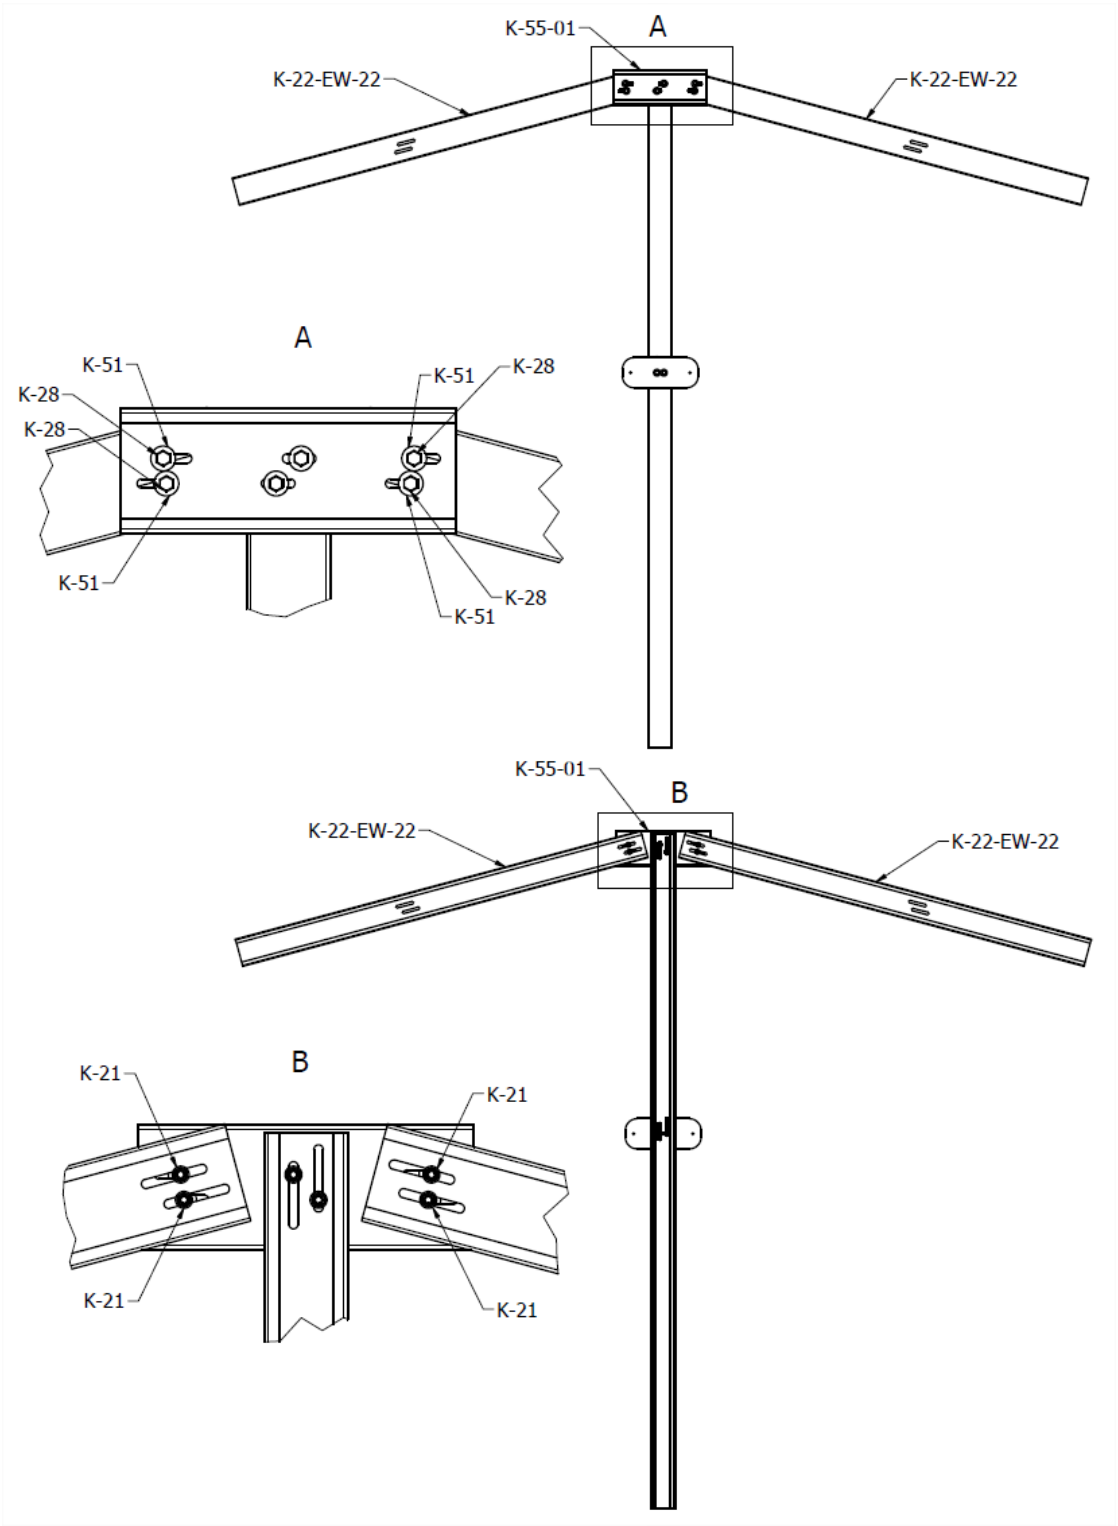

RYS.7 Montaż krokwi
8. W następnym etapie należy przystąpić do montażu krokwi K-22-EW-22, w celu montażu jednej krokwi należy użyć dwóch otworów w łączniku krokwi. Do poprawnego montażu jednej krokwi należy użyć dwóch śrub z łbem sześciokątnym K-28, dwóch podkładek K-51 oraz dwóch nakrętek K-21. Należy przełożyć śruby z łbem sześciokątnym wraz z podkładkami od strony łącznika krokwi, a następnie skręcić wstępnie za pomocą nakrętek od strony krokwi (rys.7). **UWAGA: Proces ten należy powtórzyć w celu montażu drugiej krokwi.**